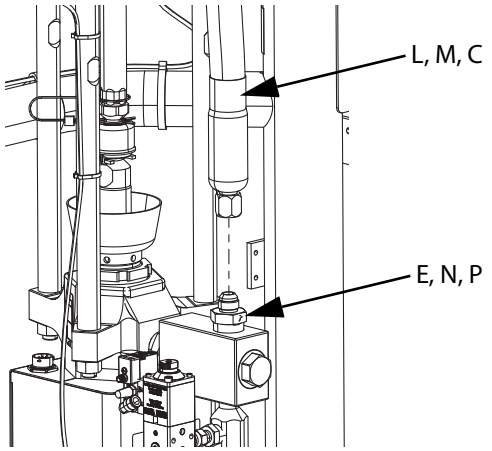

RYS. 18
4. W przypadku korzystania z pojedynczego nurnikowego systemu tłoczącego iQ należy podłączyć 1 wąż zasilający (C) do nurnikowego systemu tłoczącego, a następnie do złącza 1 węża zasilającego (E), tak jak pokazano na Rys. 1 i Rys. 18.
a. Podłączyć 1 wąż tandemowy (L) do 1 nurnikowego urządzenia tłoczącego, a następnie do złącza 1 węża tandemowego (N), jak pokazano na Rys. 2 i Rys. 18.
b. Podłączyć 2 wąż tandemowy (M) do 2 nurnikowego urządzenia tłoczącego, a następnie do złącza 2 węża tandemowego (P), jak pokazano na Rys. 2 i Rys. 18.